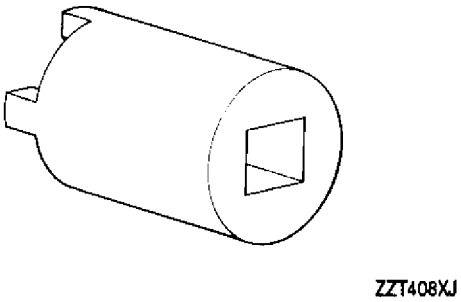

Figure 18. 6799838 Reduction Gear Oil Pump Pressure Adjusting Valve Threaded Bushing Spanner Wrench
d. Using 6799838 wrench, (figure 18) torque bushing (3, figure 1) 300 − 500 lb. in. and nuts (6) 70 − 85 lb. in. to values given in table 2. (QA)